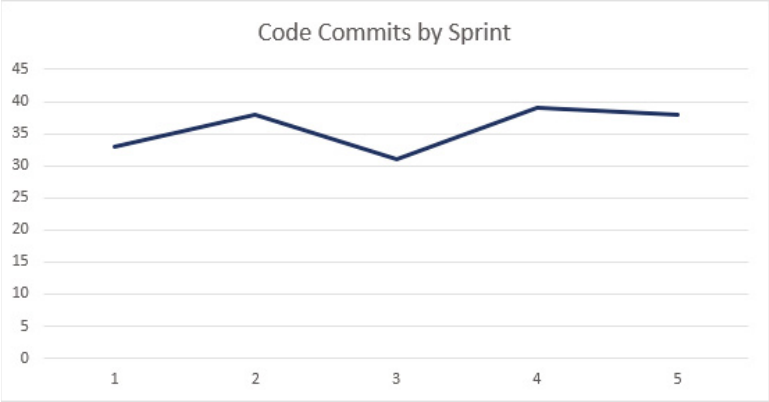

Figure 2.14: The completed Code Commits by Sprint line chart
9. Position the chart over the PivotTable. Figure 2.14 shows the final PivotChart.